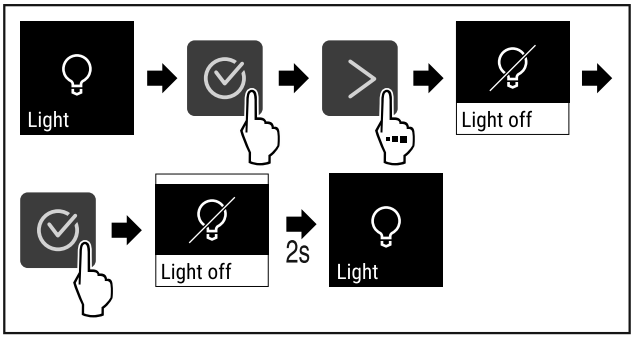

Fig. 67
▶ Ejecutar los pasos (consulte Fig. 67) .